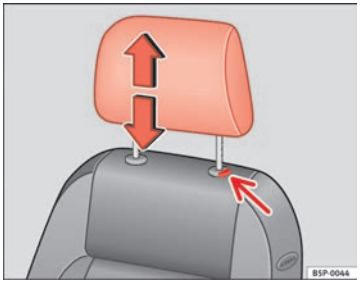

Fig. 66 Adjusting and removing the head restraints
– Press the button ⇒ fig. 66 (arrow).